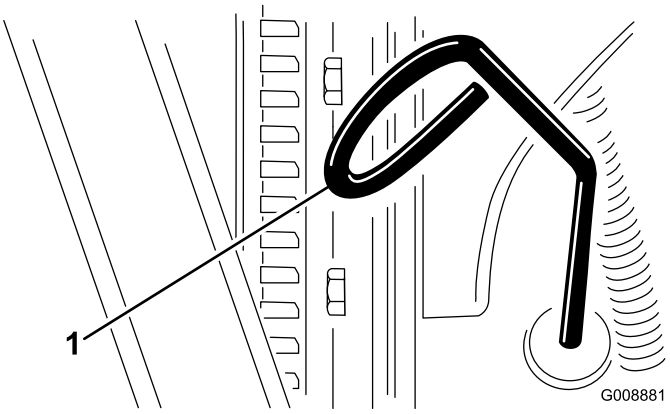

Figur 26
3. Ta ur oljestickan, torka av den och sätt tillbaka den (Figur 26).